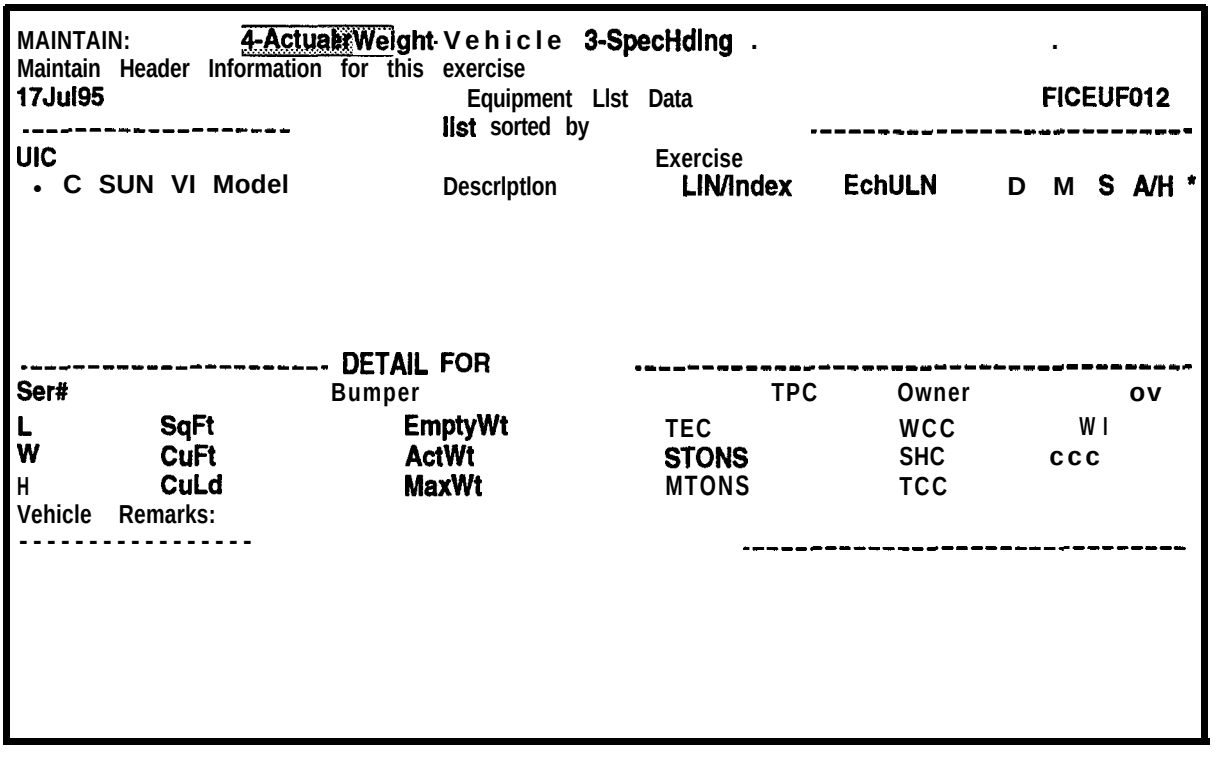

Figure 5-35. Blank Equipment List Data Screen for Special Handling Equipment
c. Enter the **TDC** of the desired exercise and press **ESC. If you are** working on your **D** or S data, enter **D** or S. If you are working with a Deployment Equipment List, enter the **TDC** for that exercise. A blank Equipment List Data screen will be displayed, as shown in Figure 5-35, with the MAINTAIN: ring menu shown at the top of your screen:
a. To begin this process, you should be at the Equipment List Data screen as shown in Figure 5-35 (page 5-l 10) with the MAINTAIN: ring menu displayed at the top.